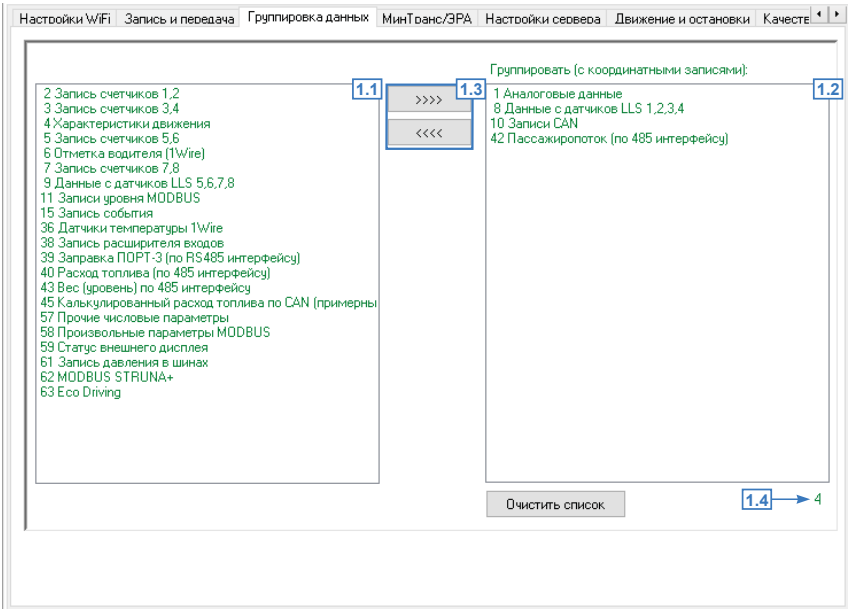

Рис.24. Группировка данных.
- выберите параметры в списке слева (Рис.24, п.1.1). Используйте комбинацию клавиш Ctrl+левый клик и Shift+левый клик для выделения нескольких параметров;
- переместите выбранные параметры в список «Группировать» (Рис.24, п.1.2), используя кнопку «>>>>» (Рис.24, п.1.3) или перетащив при помощи левой кнопки мыши;
Для удаления параметра из группы выберите этот параметр и нажмите кнопку «<<<<» (Рис.24, п.1.3), параметры будут обратно перемещены в список выбора. Кнопка «Очистить список» позволяет удалить все параметры из группы.
Количество параметров в группе отображается под списком группируемых параметров (Рис.24, п.1.4).